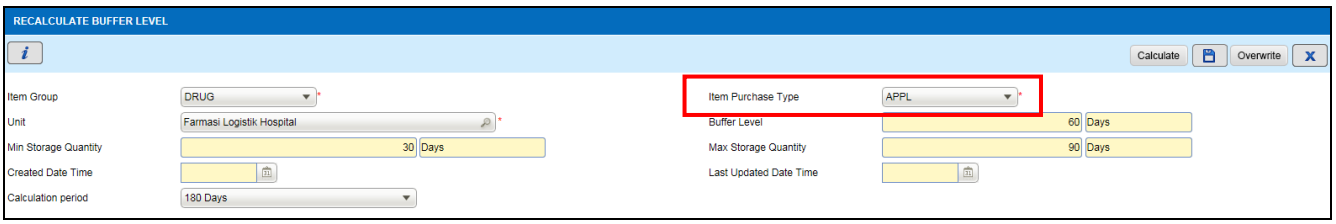

Figure 3.1-6 Recalculate Buffer Level - Level 1
- *Saved transaction will be displayed at the Recalculate Buffer Level Listing Page as shown in Figure 3.1-6.*
If the function is done at Level 1 (Farmasi Logistik), field ***Item Purchase Type*** *will be enable for user to choose between APPL, LP or Contract as shown in Figure 3.1-6*